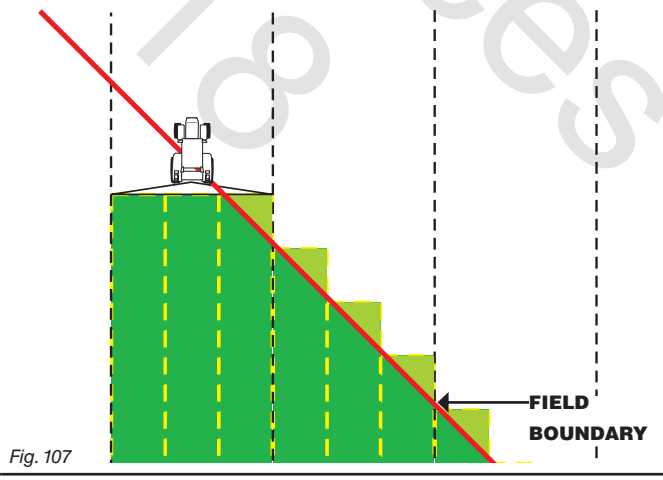

Fig. 107
- **Max. coverage option:** in Fig. 107 the request of closing / opening the section valves will ONLY be triggered when the machine is spraying out of field boundaries for the whole coverage.